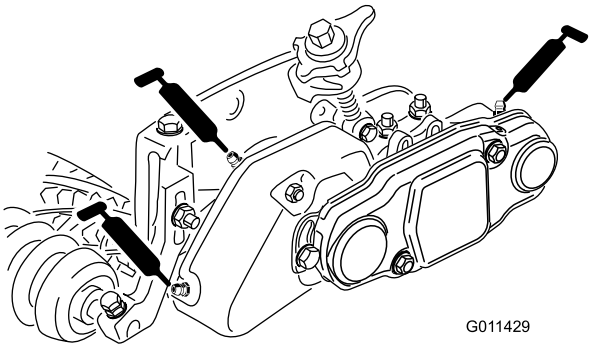

図 35
49. 各ベアリングハウジングにグリスを詰める図 35。内側シールとシールガードの間から余分なグリスが出てくる。
50. 各ベアリングにグリスを注入する注入は 23 回を限度とすること図 35。グリスが多すぎると大きな問題が出るので、グリスを入れすぎないように十分注意する。はみ出したグリスはふき取る。